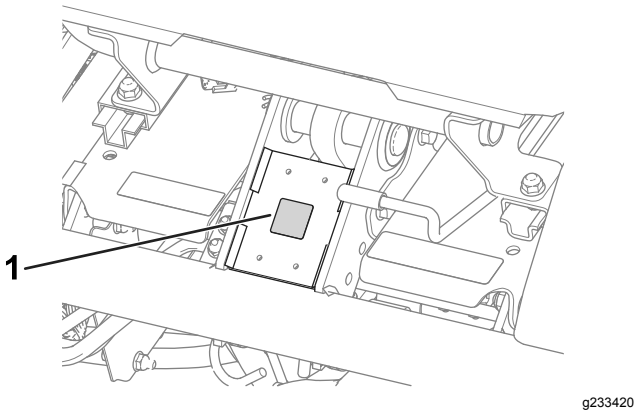

Figur 9
- Monter CE-merket til rammen under forsiden av setet (Figur 9).